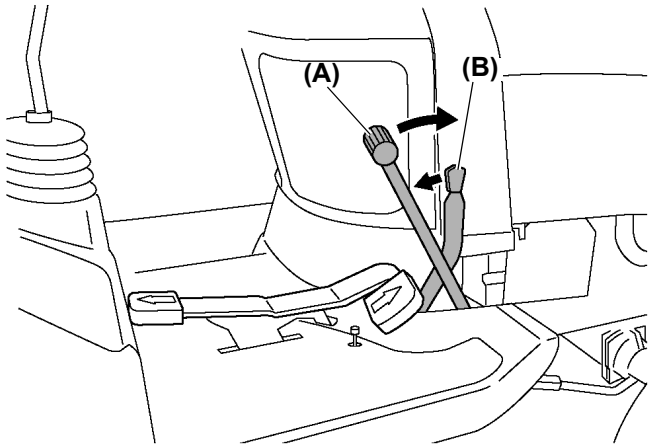

Fig.1
(1) Fully depress the brake pedal (Fig. 1, (A)).
(2) Fully pull the parking brake lever (Fig. 1, (B)) backward to engage the parking brake securely.
(3) Remove foot and make sure that the brake is fully locked.